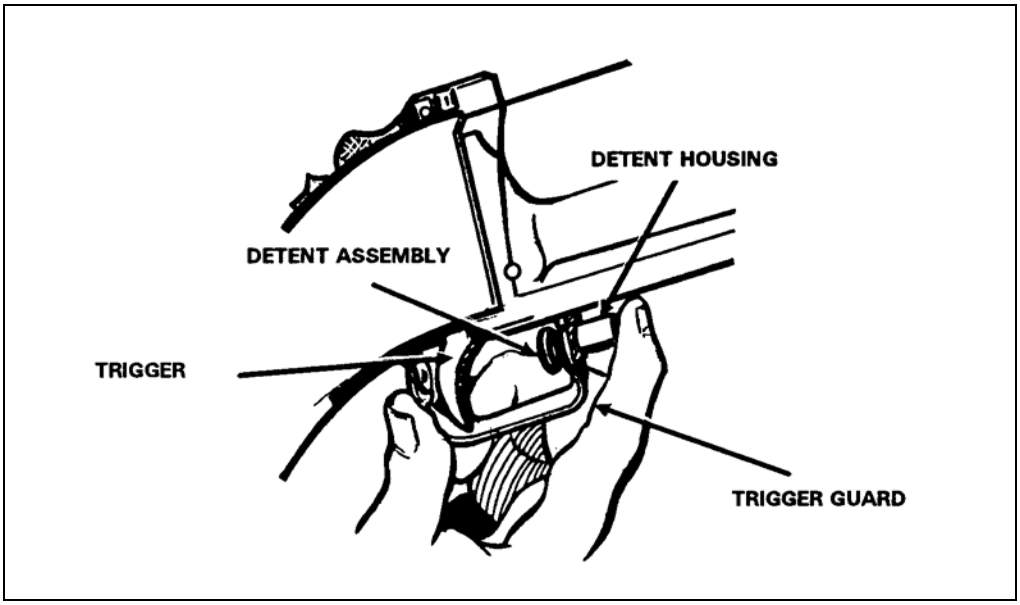

Figure A-6. Position of trigger and trigger guard.
d. **Trigger and Trigger Guard Detent Assembly**. Figure A-6 shows the locations of the trigger and trigger guard. Depress the detent assembly to move the trigger guard right or left or to fire when wearing gloves or mittens.